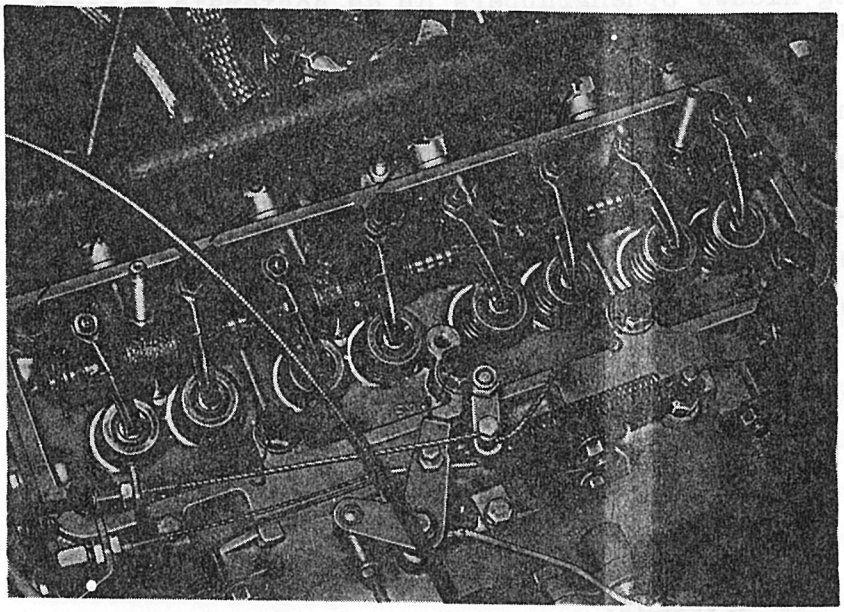

Afb. 2.5.1. Volgorde van aanhalen cilinderkopbouten
c. Draai de cilinderkopbout (1,afb.2.5.1) iets los en meteen weer vast met een moment van 5,5 - 6,5 mkg.
d. Doe nu hetzelfde met de andere cilinderkopbouten in de volgorde zoals aangegeven in afb. 2.5.1.